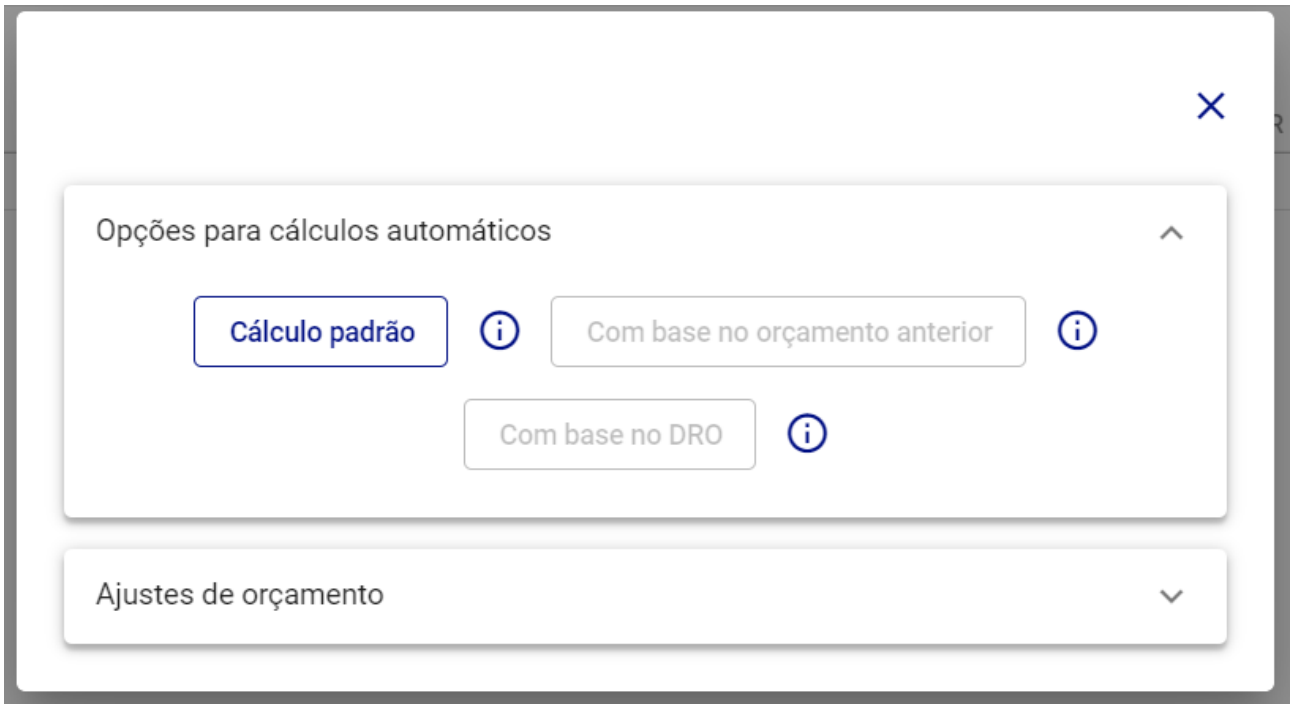

Figura 248: Opções para Cálculos Automáticos
– **Opções para Cálculos Automáticos (Figura 248):** Esta funcionalidade oferece diferentes métodos para o cálculo automático dos valores orçamentários.